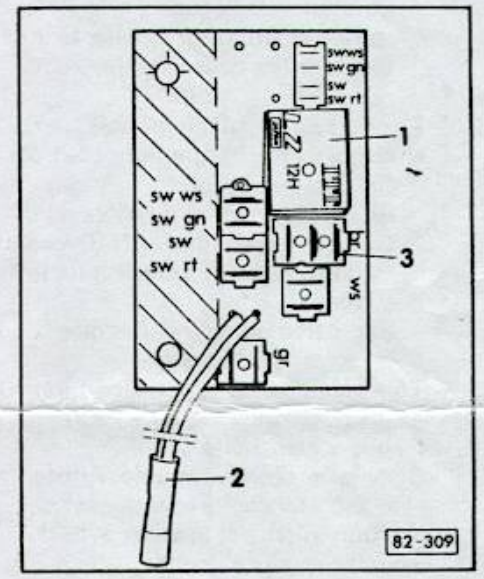

Fig. 3 Plaquette à circuits imprimés
- remplacement, fonction, contrôle – fig. 3